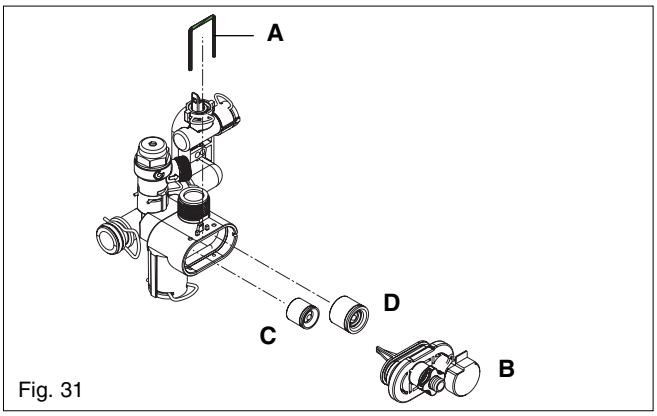

Fig. 31
6.17 AUTOMATIC BY-PASS & DHW NON-RETURN VALVE (fig. 31)